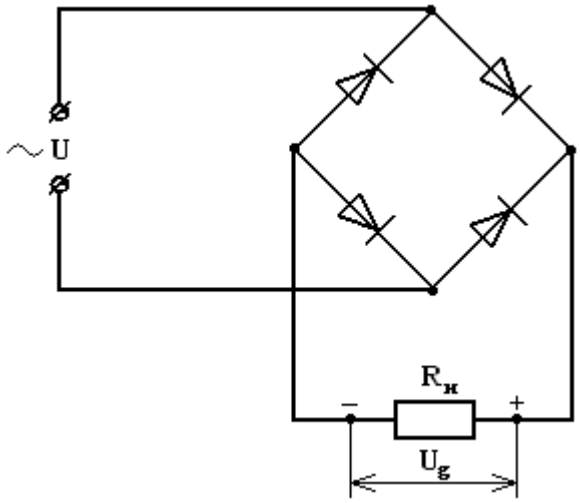

Рис.1
5. Составляем схему мостового выпрямителя (рис.1). В этой схеме каждый из диодов имеет параметры диода КД202Н; $I_{доп.}$=1 А; $U_{обр}$ = 500 В.